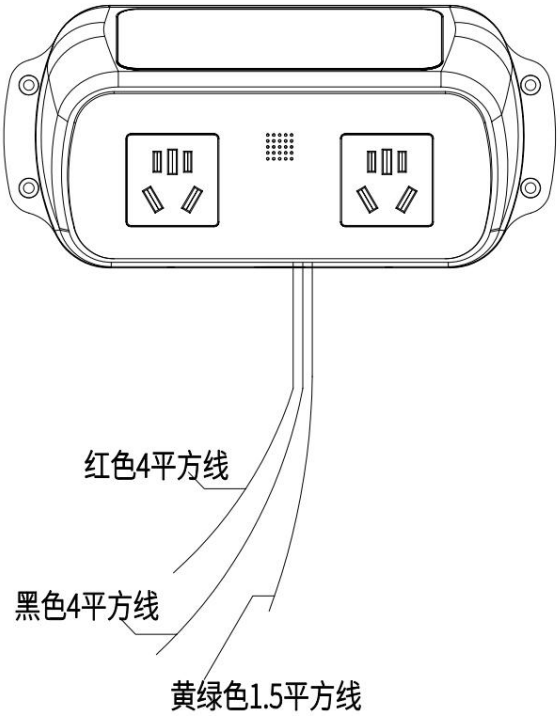

图 4-1
3、电源线建议每台设备单独使用 3 根 4mm^{2}的 BVR 线（红色火线、蓝色零线、黄绿色地线），布线时使用 40mm*20mm 的线槽，电源线一端连接设备，另一端连接至配电箱开关下端，确保线路全程不裸露，如图 4-1、图 4-2、图 4-3。